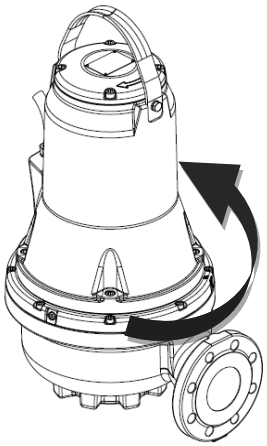

Afb. 10 Reactierichting
- Controleer dat het vloeistofniveau boven de motor ligt bij S1 bedrijf en boven de kabeldoorvoer bij S3 bedrijf. Zie afb. 10. De pomp niet inschakelen wanneer het minimale peil niet is bereikt.
2. Schakel de pomp in en uit en bekijk de beweging (reactie) van de pomp. Indien juist aangesloten zal de pomp met de klok mee draaien, d.w.z. de pomp zal een reactie tegen de klok in vertonen. Zie afb. 10. Wanneer de draairichting verkeerd is, wissel dan één van de twee fasen in de voedingskabel om.